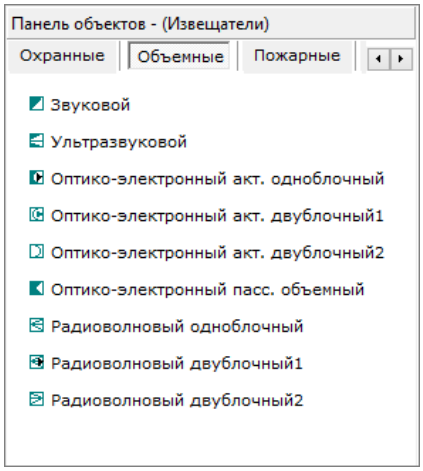

Рисунок 6-481 Панель объектов - Извещатели вкладка "Объемные"
- Объемные (см. Рисунок 6-481),